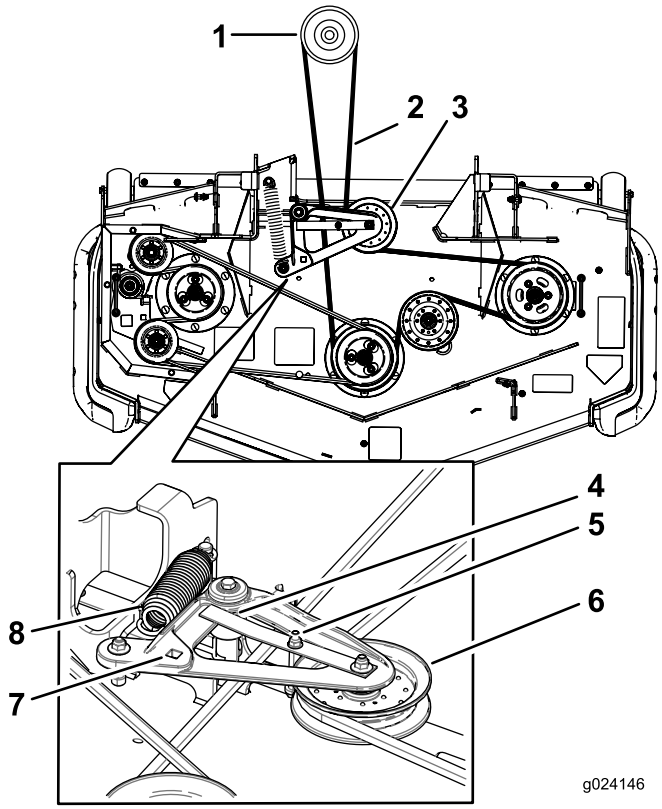

Figur 71
10. Brug skralden i det firkantede hul til at montere den nye rem omkring plæneklipperremskiverne og styreremskiverne (Figur 71).
6. Brug en skralde i det firkantede hul i styrearmen for at fjerne spændingen på styrefjederen (Figur 71).
8. Løft op i tappen på remstyret, og fjern den eksisterende rem (Figur 71).
9. Før den nye rem rundt om plæneklipperens remskiver og koblingsremskiven under motoren (Figur 71).
10. Rotér og sørg for, at tappen på remstyret slår mod drejenavet (Figur 71).
11. Monter styrefjederen ved at bruge skralden i det firkantede hul (Figur 71).